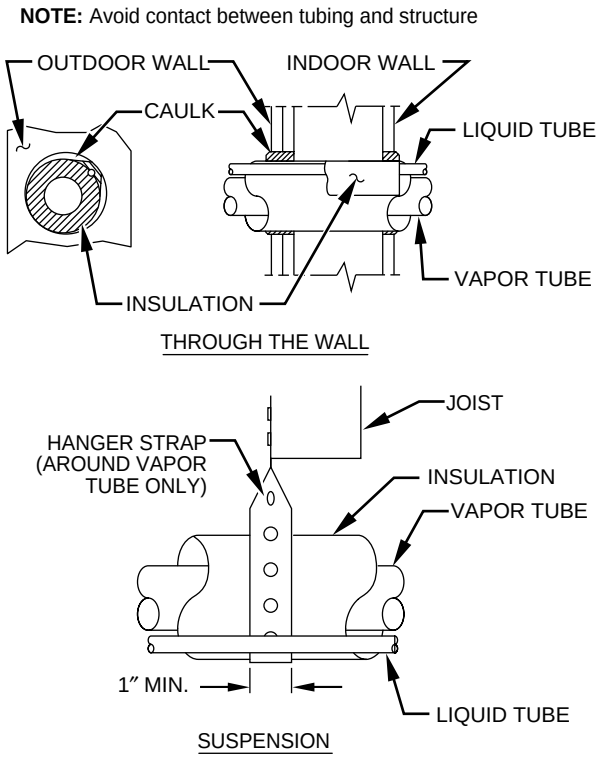

Fig. 2—Connecting Tubing Installation
4. When passing refrigerant tubes through the wall, seal opening with RTV or other pliable silicon-based caulk. (See Fig. 2.)
6. Do not suspend refrigerant tubing from joists and studs with a rigid wire or strap which comes in direct contact with tubing. (See Fig. 2.)
7. When necessary, use hanger straps which are 1 in. wide and conform to shape of tubing insulation. (See Fig. 2.)